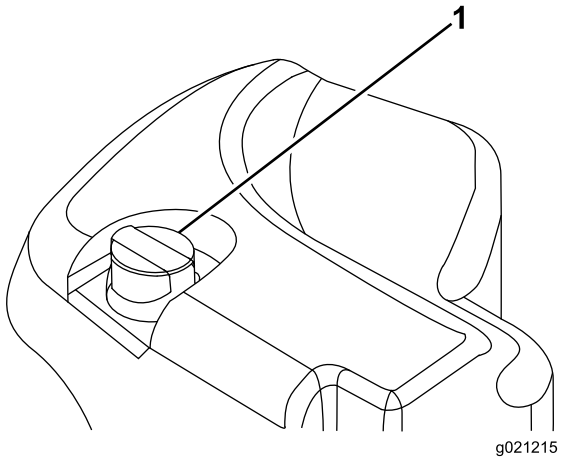

Figur 32
2. Gör rent omkring påfyllningsröret och hydraultanklocket (Figur 32).